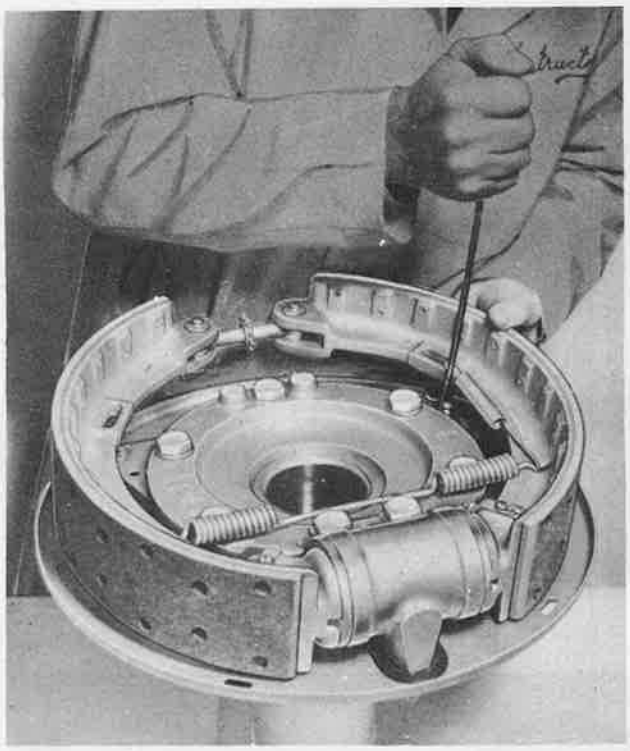

Figure 176—Installing Brake Shoe Pull-down Spring
(4) Install the brake shoe pull-down springs (figure 176).